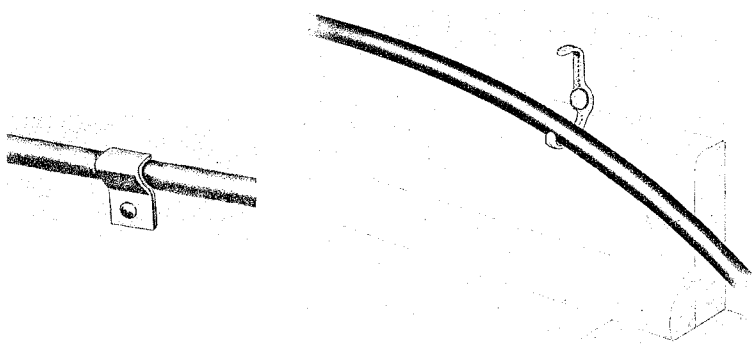

Fig. 1 — Cable Clamp and Cable Clasp
3.02 **A cable clamp and a cable clasp** are shown in Fig. 1. Table A indicates the fasteners to be used to attach cable clamps and cable clasps to various surfaces.